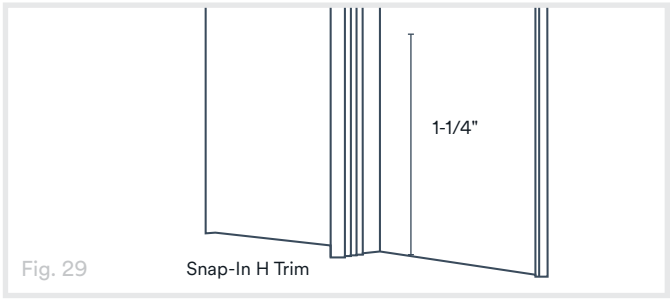

Fig. 29
2. On the side with the teeth, measure and mark 1-1/4" inwards from the bottom edge (end) of the Snap-In H Trim. At the mark, make a vertical snip in the teeth using tin snips or an oscillating multi-tool (Fig. 29).